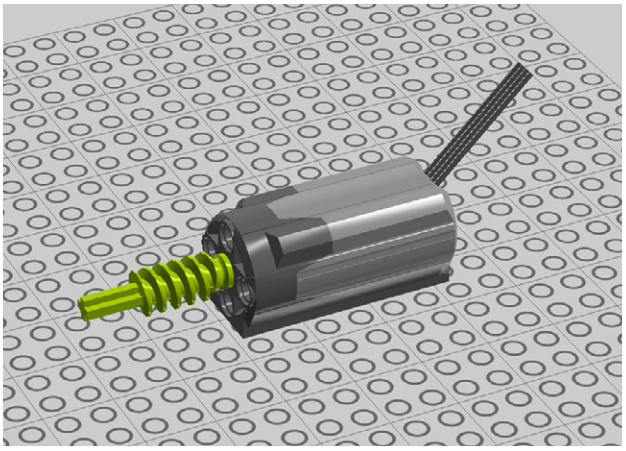

Figure 7-97. *Step 90: Connecting a worm gear to the other motor*
90. Add a cross axle and worm gear to the other Power Functions motor. Figure 7-97 shows this.